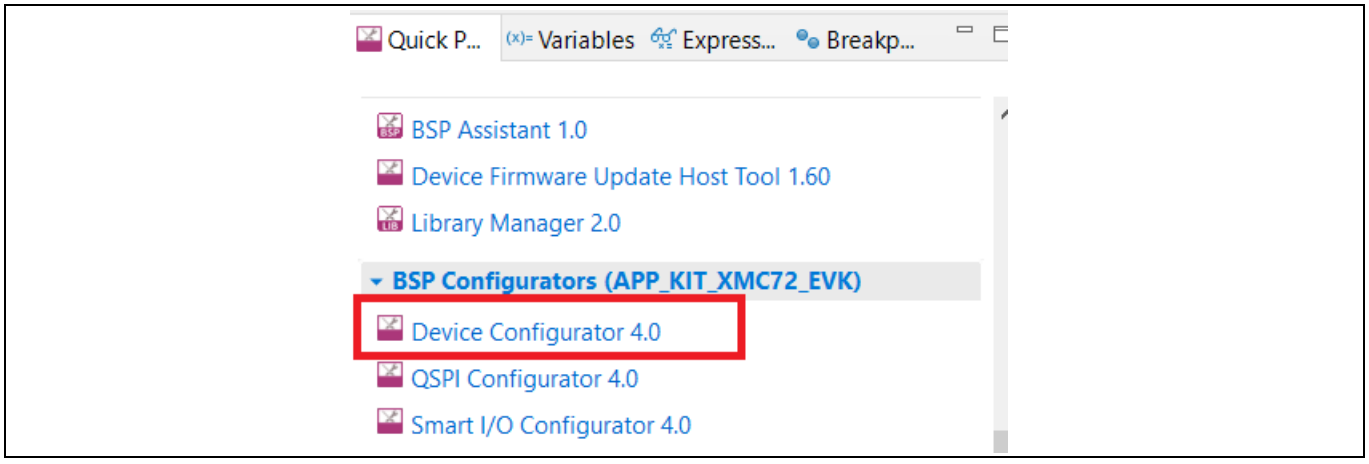

**Figure 11 Device Configurator in ModusToolbox™**
1. Double-click the Device Configurator on the left Quick Panel as shown in Figure 11 or you can also double-click the *design.modus* file to open the Device Configurator in your project, *\bsps\TARGET_APP_KIT_XMC72_EVK\config\design.modus*.